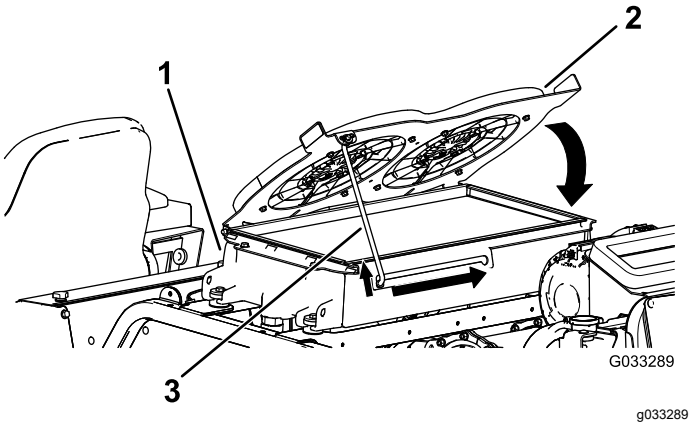

Figuur 122
4. Draai de hydraulische koelventilators naar beneden en zet de steunstang vast in de inkeping (Figuur 122).